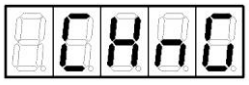

Рисунок 4
3. Нажать кнопку ↑. Осуществится вход в пункт "PASS" и на индикаторе появится слово "CHnG" (сокращение английского слова "change" - изменение) (рисунок 4).